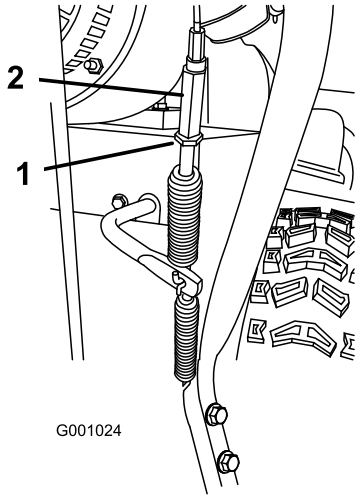

Figur 41
5. Lossa kontramuttern (Figur 41).
6. Lossa eller dra åt spännmuttern som reglerar kabelanspänningen (Figur 41).